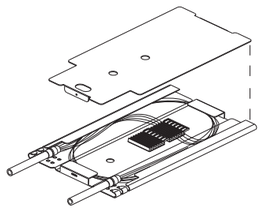

Figure 22
6. Route fiber as shown and snap splice tray cover onto the tray **(Figure 22)**.